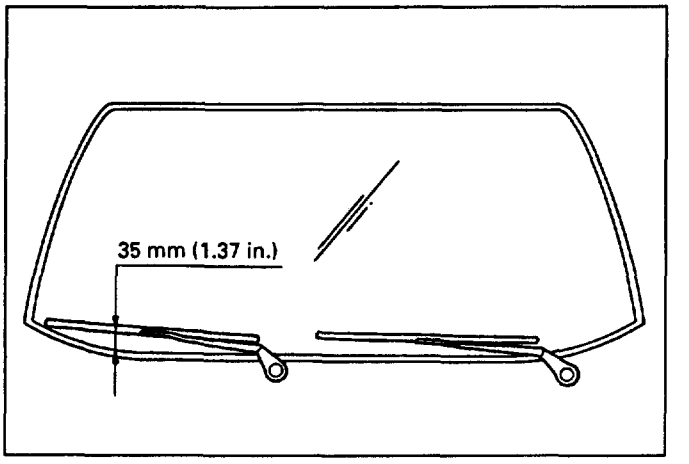

Fig. 8-260
- Set the wiper arm/blade so that the tips of both blades are positioned about 35 mm (1.37 in) from the upper edge of the cowl cover. (Fig. 8-260)